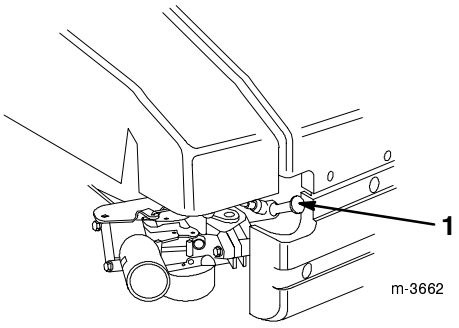

Figure 13
1. Connect the wire to the spark plug (Fig. 13).